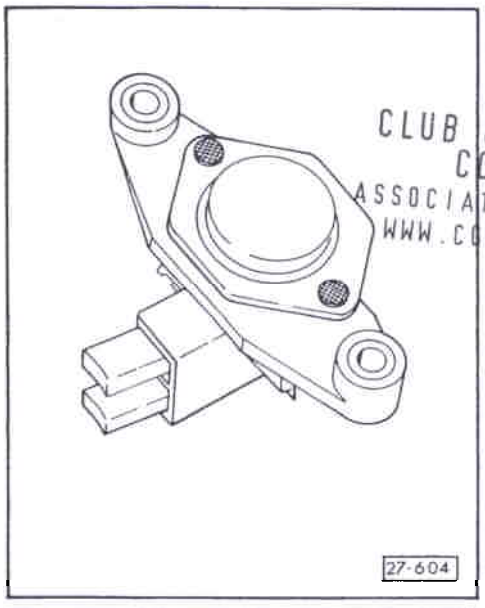

Fig. 3 Balais: vérification
- Balais: vérification - fig. 3